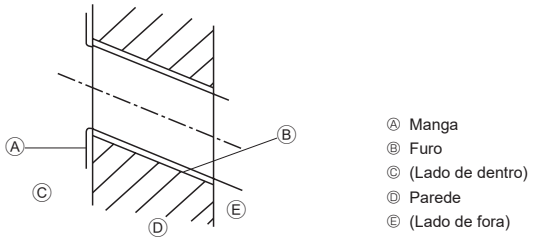

Fig. 3-3
3.2.2. Perfuração do furo para a tubagem (Fig. 3-3)